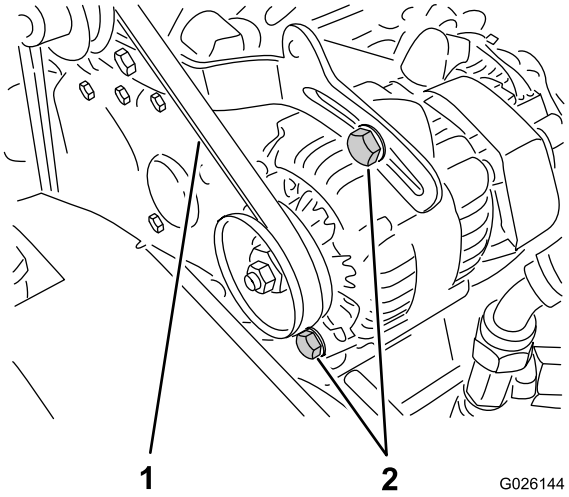

Figur 68
2. Kontroller spenningen ved å trykke ned remmen midt mellom veivakselens og generatorens remskiver med en kraft på 10 kg (Figur 68).
A. Løsne generatorens to monteringsbolter (Figur 68).
B. Bruk en stang og vri generatoren til du oppnår passelig spenning på remmen, og stram deretter monteringsboltene (Figur 68).